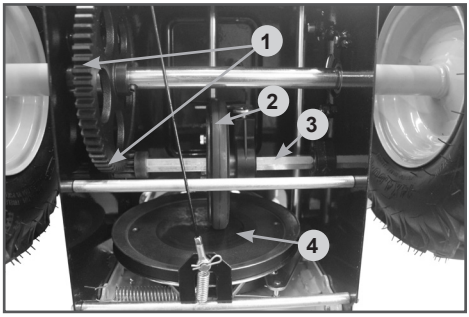

Рис. 35 Обслуживание трансмиссии
Если при нажатом рычаге включения хода снегоотбрасыватель не движется или при нажатии на рычаг включения хода слышны посторонние звуки, а регулировка длины троса включения хода не позволяет устранить проблему, возможно, фрикционное колесо 3 (Рис. 35) полностью износилось и его необходимо заменить.
4. Нанесите многоцелевую консистентную смазку CHAMPION EP-0 тонким слоем на шестигранный вал 3 фрикционного колеса и зубья шестерен 1 (Рис. 35).
Не допускайте попадания смазки на резиновое фрикционное колесо 2 и ведущий диск 4 (Рис. 35).